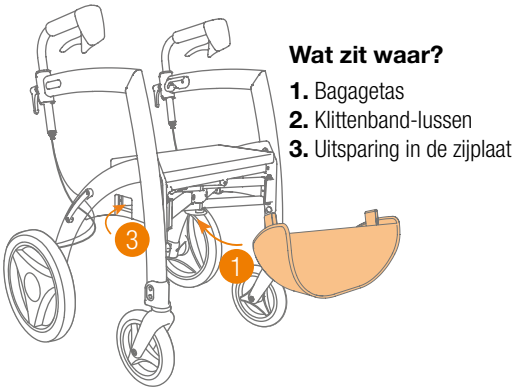

Figuur 3: Bagagetas bevestigen.
c. De bagagetas is niet symmetrisch, de zijkant volgt de vorm van het frame. Stel vast wat de voorzijde is en leg de bagagetas op de juiste wijze onder de zitting **(Figuur 3)**.